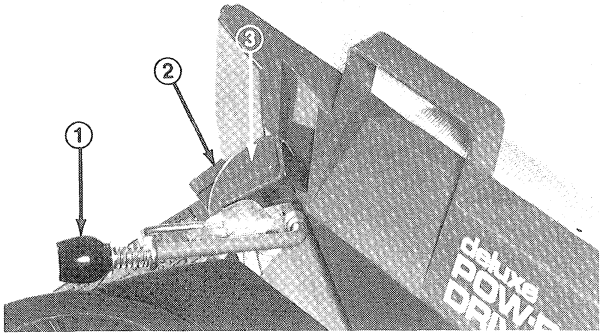

Figure 20
3. Slide guide hole in bag door onto locating stud on mower housing (Fig. 20); then rest rear of bag frame onto handle.